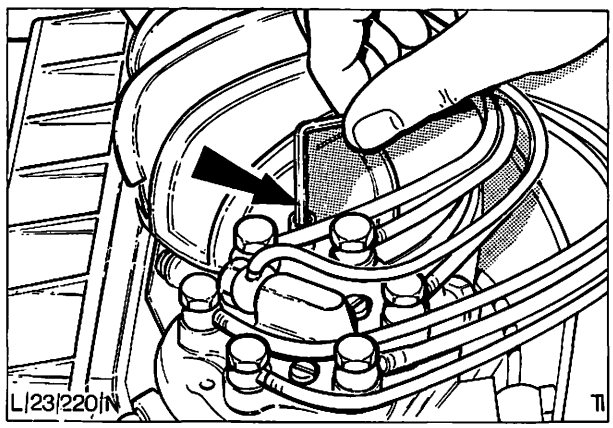

Abb. 68 Einstellung der Gemischregulierung mit Innensechskantschlüssel
9. Nachdem sich die Anzeigen stabilisiert haben, innerhalb von 10 bis 30 Sekunden, vorgeschriebene Leerlaufdrehzahl an der Leerlauf-Einstellschraube und vorgeschriebenen CO-Wert an der Gemischregulierschraube mit einem handelsüblichen Innensechskantschlüssel (Mindestlänge 100 mm), Abb. 68, einstellen.